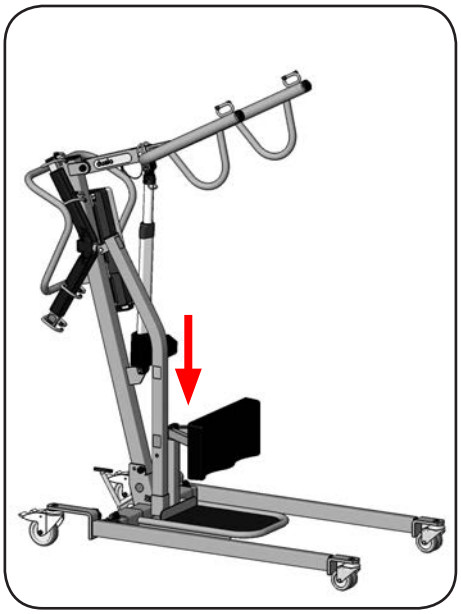

Abbildung 44
6. Stecken Sie den demontierten Hebearm standard in die dafür vorgesehene Halterung am Trittbrett (Abbildung 44).